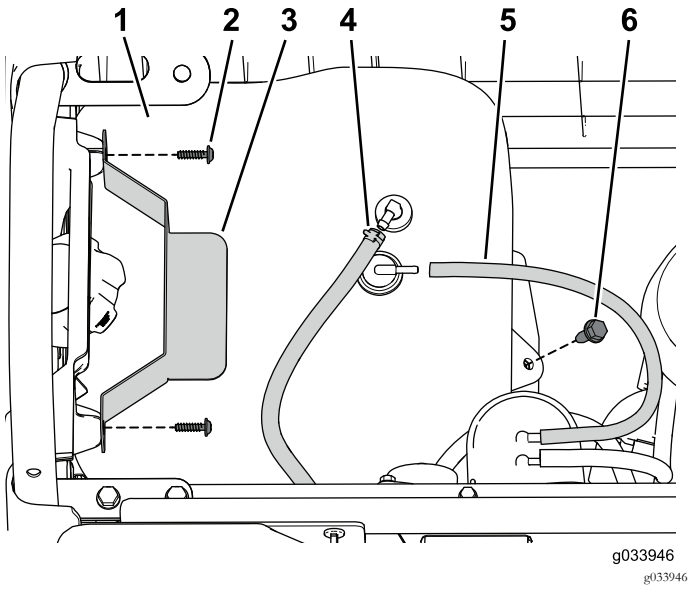

Figure 49
1. Placez le réservoir de carburant sur son support (Figure 49).
2. Reliez le flexible d'évent et la conduite d'alimentation au réservoir (Figure 49).
3. Utilisez les vis retirées précédemment pour fixer le dispositif de maintien (Figure 49).